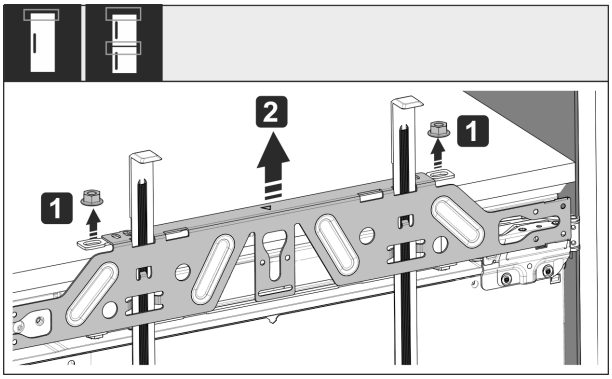

Fig. 58
▶ Открутите контргайки *Fig. 58 (1)*.
▶ Снимите крепежную поперечину *Fig. 58 (2)*.